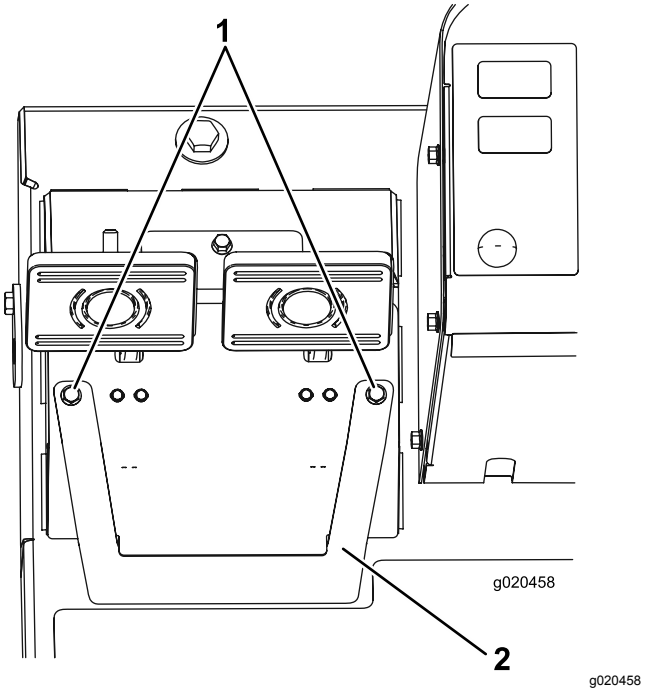

**Figuur 93**
A. Zet de 2 bevestigingsschroeven los en verwijder de afstelplaat van de rem (Figuur 93).